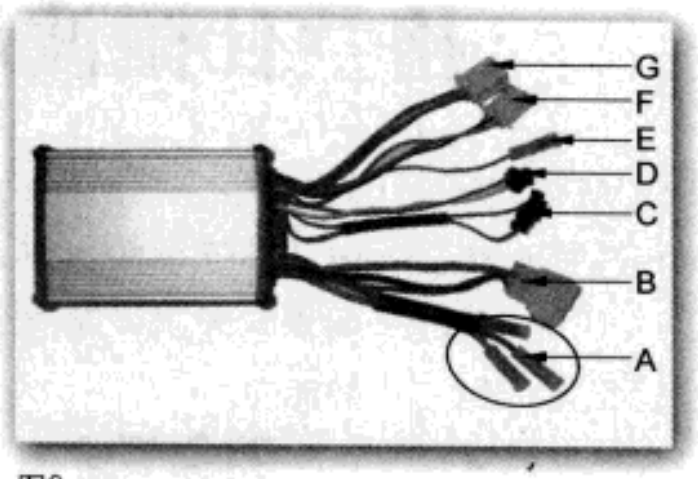

图6
1. 电机线（图6中A线）
2. 电源线（图6中B线）
3. 限速线(图6中C线)
国家标准规定电动车的最高限速为20km/h，因此各无刷电机控制器厂家生产的控制器出厂时都留有如图6中的C号线，当插头插上，则电动车限速为20km/h，符合国家标准，如断开，则电动车速度将大于20km/h，方便用户选择。
4. 刹车线（图6中D线）
5. 速度线（图6中E线）
6. 转把线（图6中F线）
7. 电机霍尔线（图6中G线）